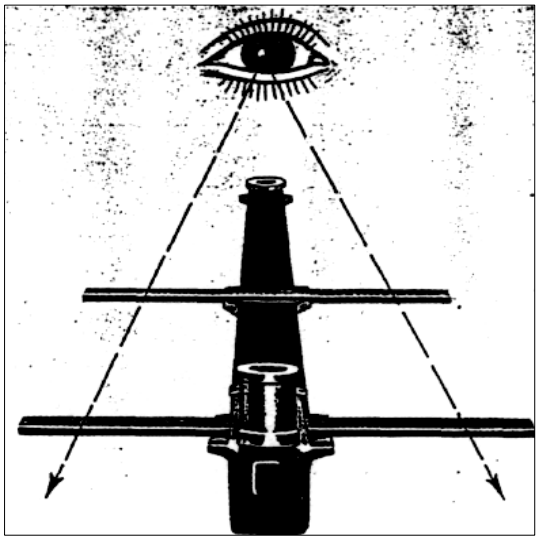

РИС. 296
1) Проверьте балку передней оси на изгиб в горизонтальной плоскости. Для этого поместите лекальные линейки длиной 500 мм на каждую несущую поверхность площадки рессоры (см. рис.296). Они должны быть на одном уровне, если наблюдается малейшее искривление необходимо балку отрихтовать.